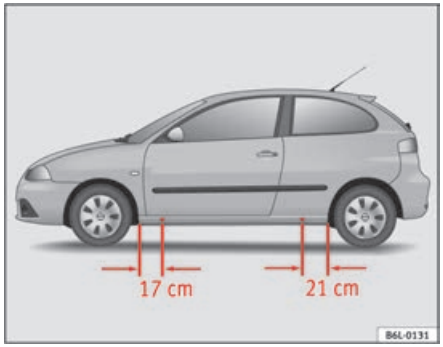

Fig. 143 The jacking points
– Locate the jacking point under the door sill closest to the wheel to be changed ⇒ fig. 143.
Recesses at the front and rear of the door sills mark the jacking points ⇒ fig. 143. A position has been made for each wheel. Do not fit the jack anywhere else.